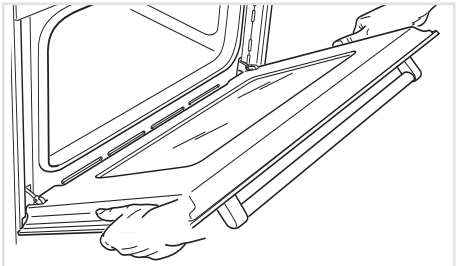

Fig. 5.8
- Hold the door as shown in fig. 5.8.